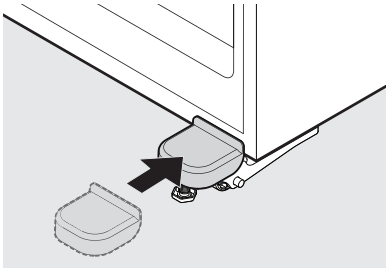

Figure 8
18. Réinstallez le couvercle de la charnière en repliant délicatement les languettes du couvercle vers l'extérieur tout en faisant glisser le couvercle par-dessus la charnière jusqu'à ce qu'il s'enclenche (voir figure 8).